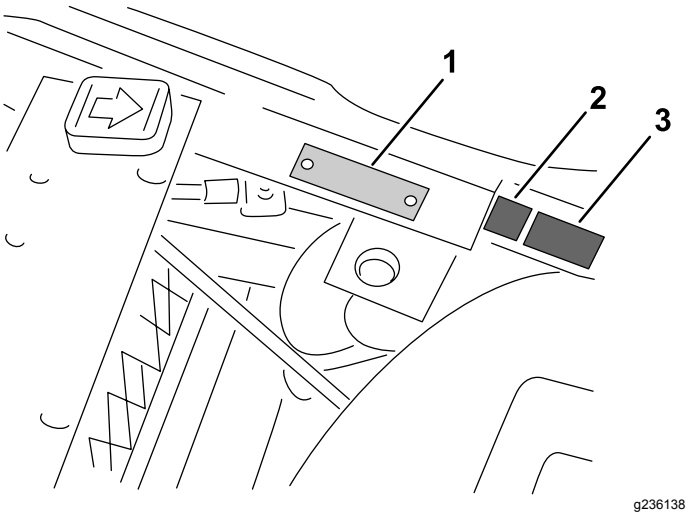

Figur 13
- Placera CE-märkningsdekalen och dekalen med uppgift om tillverkningsår nära serienummerplåten på fotstödet (Figur 13).